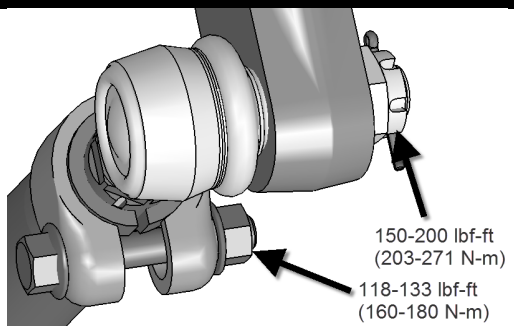

**FIGURE 11**
13. Once the proper length adjustment is done, tighten the sleeve end ball joint clamp. To prevent interference between the ball joint clamp bolts with other components of the steering system, the clamp bolt must be positioned horizontally as shown on FIGURE 11. **Tighten the clamp nut to 118-133 lbf-ft**.